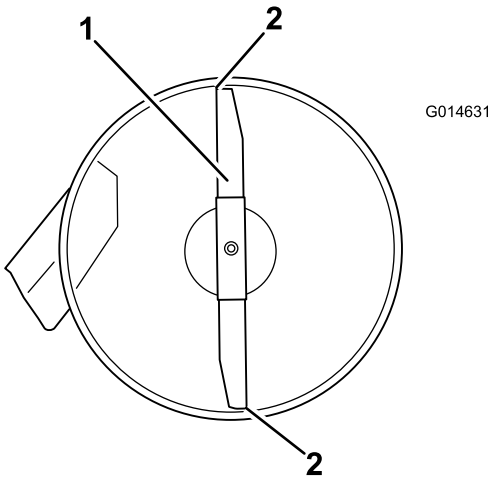
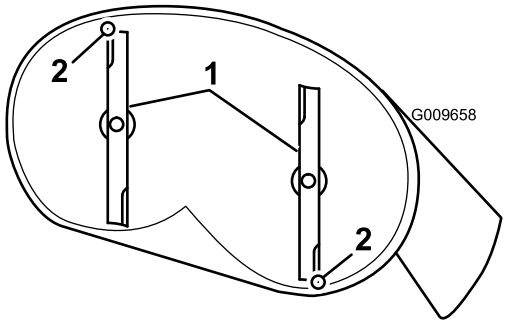

Figur 60
Figur 61
4. Rotera knivarna försiktigt så att de är riktade framåt-bakåt (Figur 60 och Figur 61).
5. Mät från den främre knivens spets till den plana ytan, och från den bakre knivens spets till den plana ytan (Figur 60).
9. Kontrollera den främre-bakre knivlutningen igen efter justeringen. Fortsätta att justera muttern tills den främre knivens spets befinner sig 1,6–7,9 mm lägre än den bakre knivens spets (Figur 60).